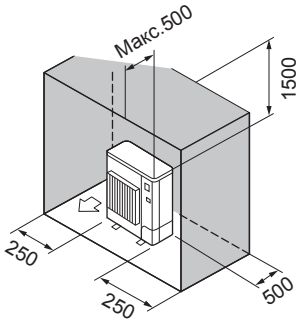

Fig. 2-7
⑥ Окружающие предметы - только сзади, с боковых сторон и сверху (Fig. 2-7)